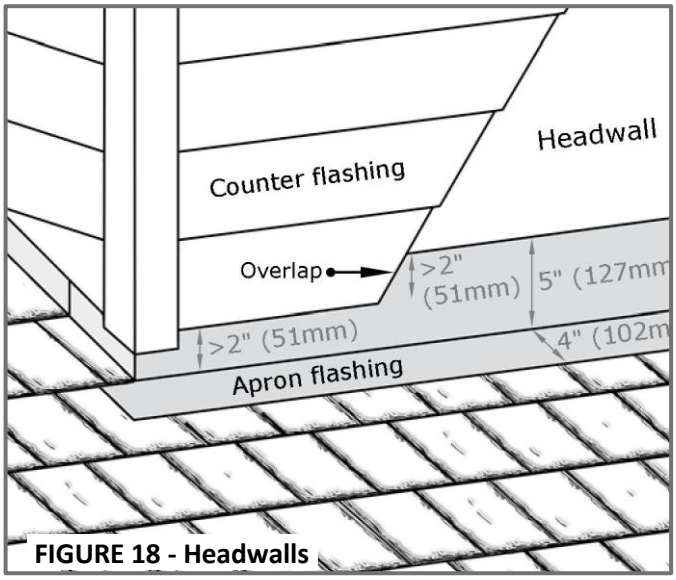

FIGURE 18 - Headwalls
- Install an apron flashing at least ***5" (127mm)*** up the headwall and extending at least ***4" (102mm)*** down the roof. Nail apron flashing to the roof deck only and seal to shingles with F-WAVE approved sealant and adhesive (see **Table 1**). Do not nail the apron flashing to the wall. Instead, secure with siding material (counter flashing) over the top. Terminate counter flashing at least ***2" (51mm)*** above the roof and overlap the apron flashing by at least ***2" (51mm)***. See **Figure 18**.